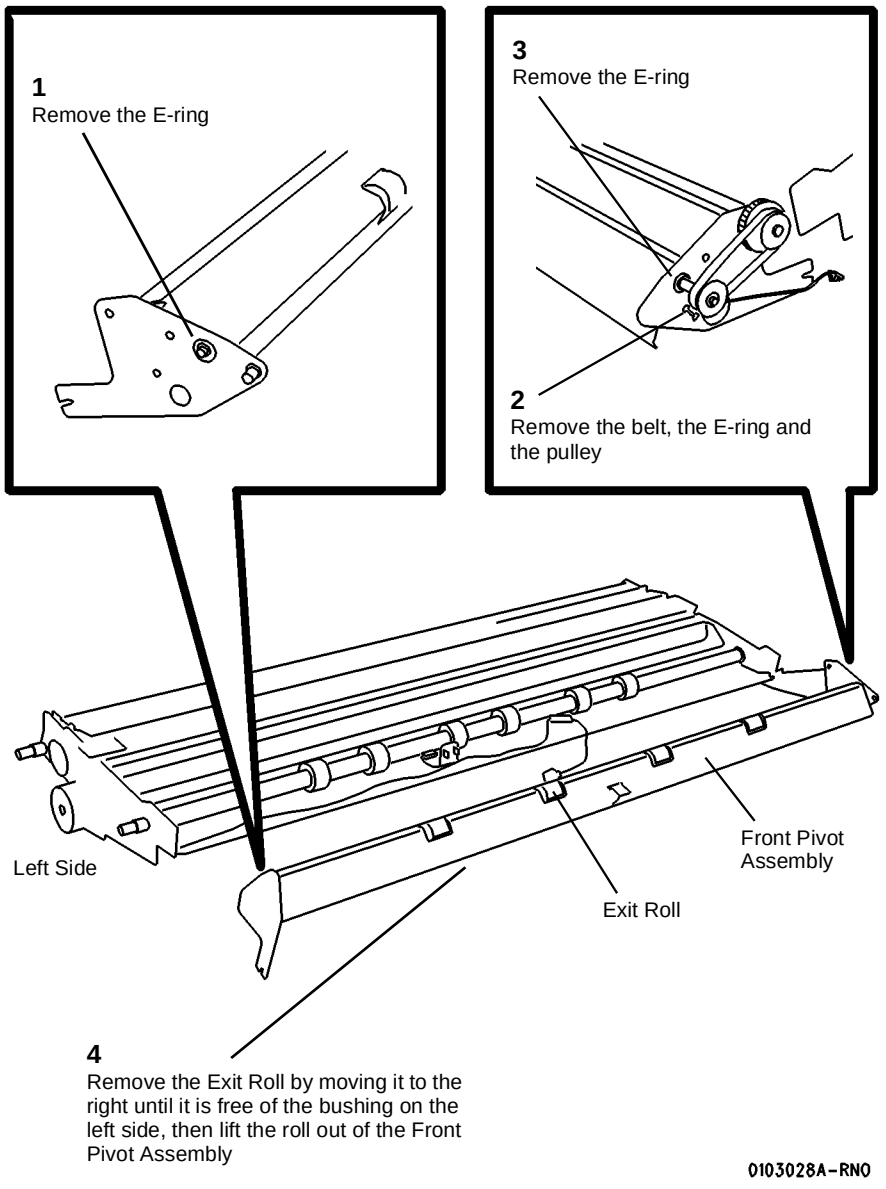

**Figure 1 Removing the Exit Roll**
4. (Figure 1): Remove the Exit Roll from the Front Pivot Assembly.